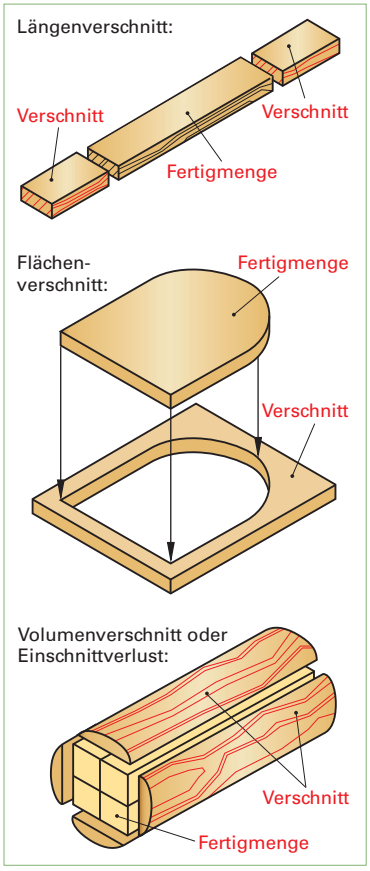

**Bild 1: Verschnittarten**
**Verschnittarten (Bild 1):**
Da der Kunde den Verschnitt auch bezahlen muss, wird der Verschnitt prozentual der Fertigmenge zugeschlagen. Man spricht dann vom Verschnittzuschlag. Bei der Holzbearbeitung und -verarbeitung wird immer der Schnittverlust auf die Fertigmenge (als Grundwert mit 100 %) bezogen. Für eine optimale Aufteilung, z. B. einer Platte, ist eine Zuschnittskizze anzufertigen **(Bild 1)**.